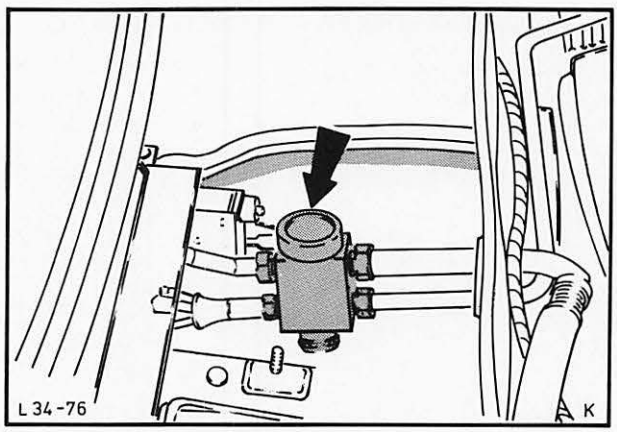

Abb. 42 Ausdehnungsventil ausbauen
4. Ausdehnungsventil ausbauen, dazu die 4 Anschlüsse entfernen, Abb. 42.